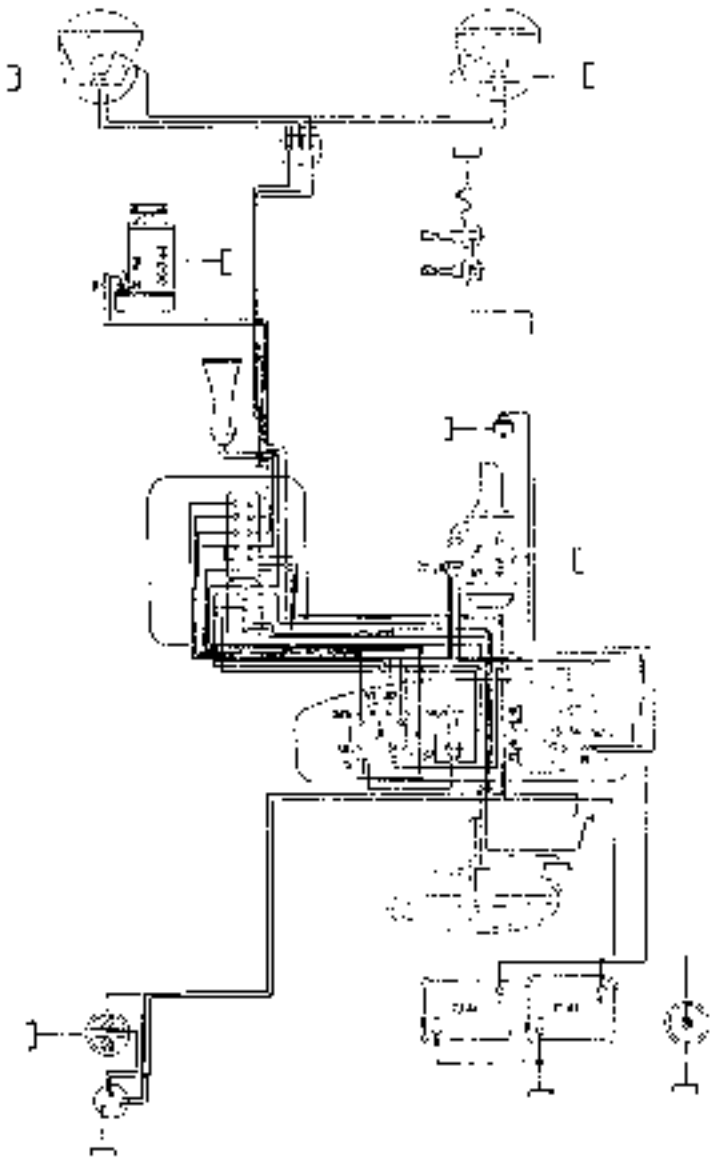

Fig. 74
b) From Serial No. 125-10147 up to Serial No. 125-40724 of the Zetor 25 and Zetor 35 A tractors (supplied from Serial No. 125-35120 onwards) and from Serial No. 225-1001 up to Serial No. 225-6429 of the Zetor 25 K tractors: dynamo model 02-9055.02 (DGD 44) Part No. 2143.05, with built-in single-coil voltage regulator 02-9402.01, Part No. 530.05 - for wiring diagrams see Fig. 74 and 75.